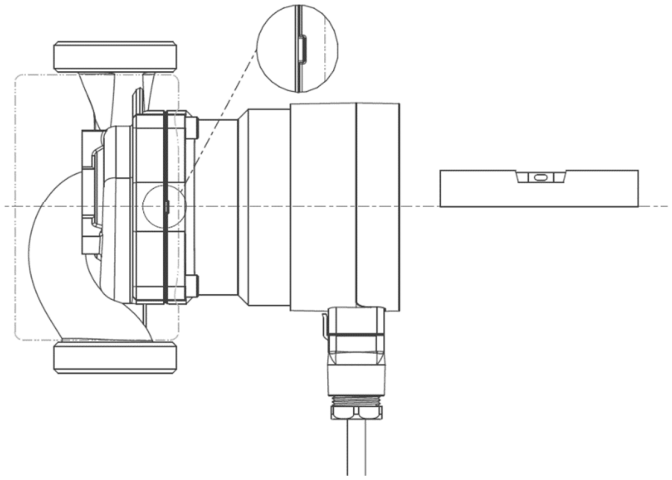

Figure 2
- На корпусе электродвигателя имеются отверстия для отвода конденсата. Для этих отверстий не должна применяться теплоизоляция, так как это может привести к нарушению процесса охлаждения двигателя или отвода конденсата, рис. 2.